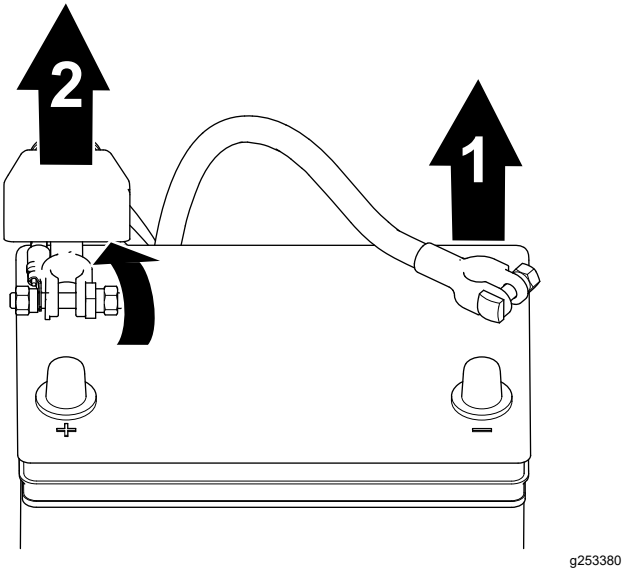

Figur 38
2. Tag batteriets minuskabel af batteripolen (Figur 38).
3. Løft isolatoren, og tag batteriets pluskabel af batteripolen (Figur 38).